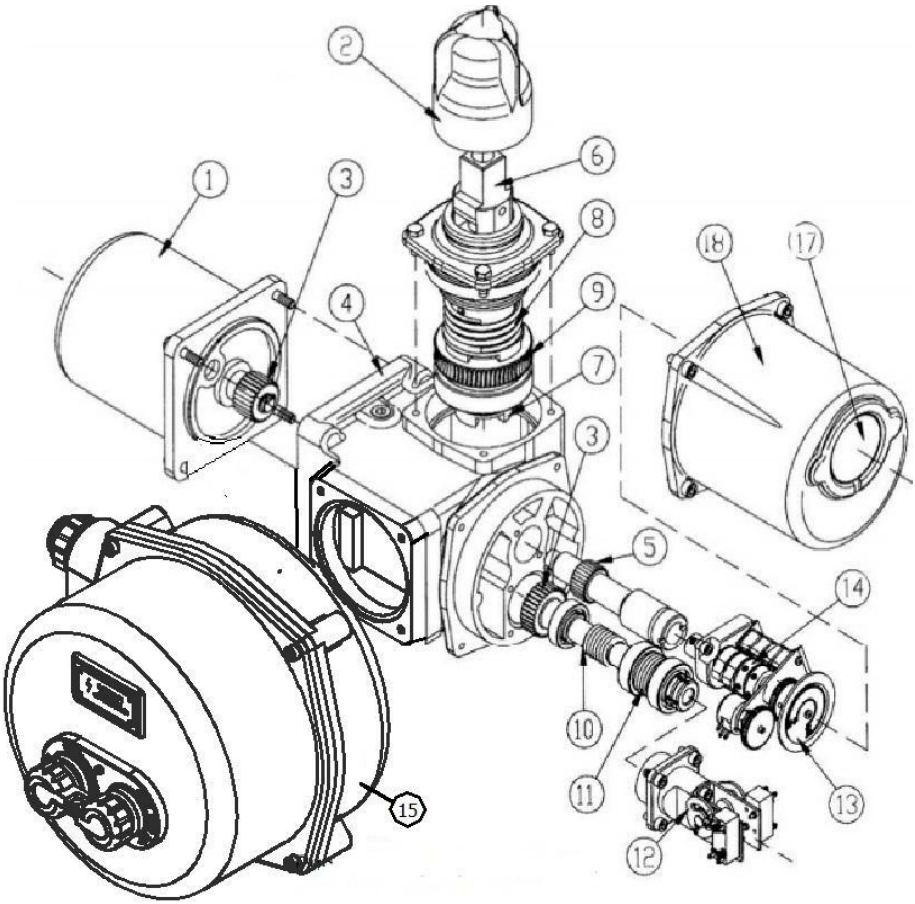
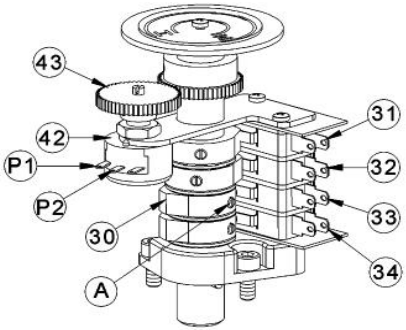
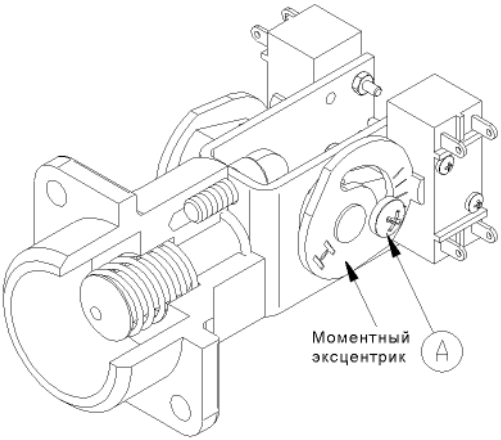

Рис. 1. Электропривод ГЗ-А.70 КС 15
Рис. 2. Индикатор положения затвора
Рис. 3. Ограничитель крутящего момента
Электродвигателя (1), червячного редуктора (9, 10), двухсторонней муфты ограничения крутящего момента (моментная муфта) (10, 11, 12), ограничителя хода выходного вала (14), индикатора положения затвора арматуры (13), рычага переключения режимов работы (6), выходного вала (7) и корпусных деталей (рис. 1).
Ограничитель хода выходного вала состоит из микровыключателей (31, 32, 33, 34), кулачков (30), размещенных на валу индикатора положения затвора (13), омического датчика (42) – (если он установлен), шестерни омического датчика (43), которая соединена с индикатором положения затвора (13) (рис. 1, рис. 2).
При ручном управлении вращение от рычага переключения режимов (6) (рис. 1) передается на выходной вал (7) электропривода. Один оборот рычага соответствует одному обороту выходного вала.
Ограничитель хода выходного вала (14) (рис. 1) непосредственно подсоединен через шестерню (5) к выходному валу. После надлежащей настройки ограничителя хода выходного вала индикатор положения затвора арматуры (13) соответствует определенным положениям затвора арматуры независимо от режима работы привода - ручного или электрического.
При достижении предварительно установленной величины крутящего момента в положении ЗАКРЫТО или ОТКРЫТО, либо в случае аварийного заклинивания штока затвора арматуры в промежуточном положении, выходной вал с червячным колесом останавливается, а червячный вал (10), ввинчиваясь в венец червячного колеса (9), вследствие продолжающегося вращения ротора электродвигателя, начинает перемещаться в осевом направлении, сжимая тарельчатые пружины (11) (рис. 1). Величина сжатия тарельчатых пружин определена необходимым усилием уплотнения затвора арматуры и устанавливается при настройке электропривода. Поступательное движение червячного вала приводит к перемещению вала ограничителя крутящего момента (12) (рис. 1). Вал ограничителя крутящего момента (рис. 3) поворачивает моментные эксцентрики, нажимая кнопки муфтовых микровыключателей, размыкает цепь управления питанием двигателя электропривода.